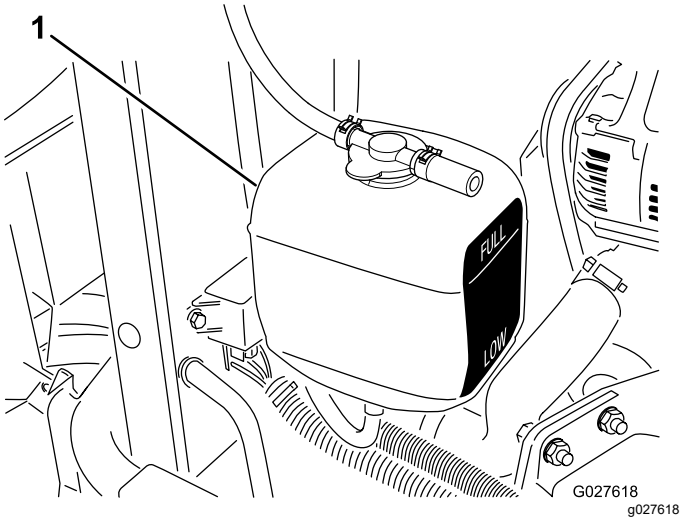

Figur 81
3. Kontrollera kylvätskenivån i expansionstanken (Figur 81).